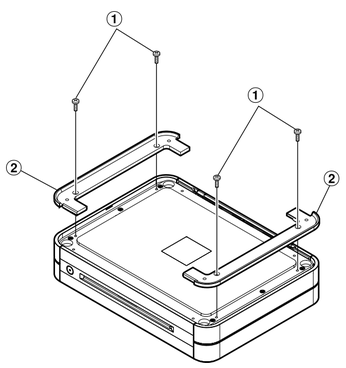

Fig. 3
2. Attach the Stacking Plates (Supplied) on the first unit with Machine Screws M3 x 7 (Supplied). Refer to Fig. 3.